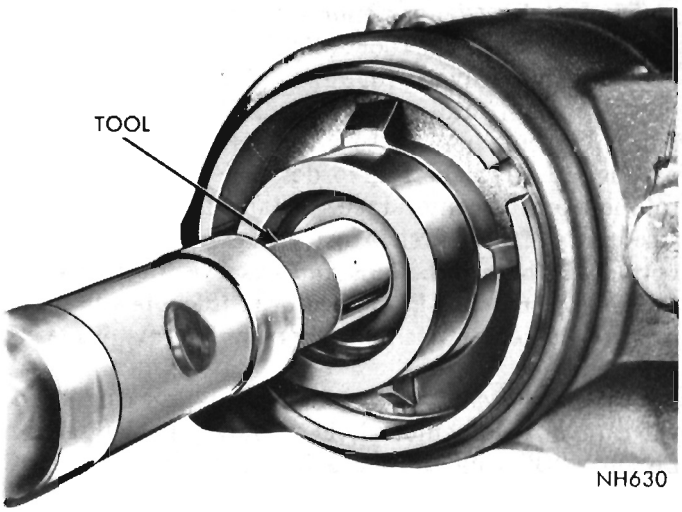

Fig. 27—Installing Worm Shaft Oil Seal
(2) Drive new oil seal in place (lip of seal toward housing head) with Tool C-3650 (Fig. 27).